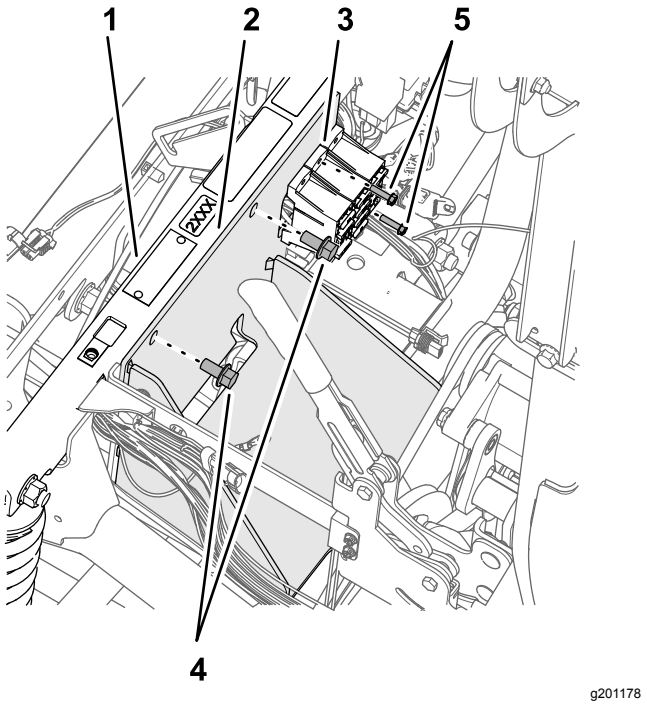

Figur 176
2. Monter batteribeslaget til stødstøtterøret (Figur 176) med de 2 flangehovedbolte (3/8 x 3/4 tomme), du gemte i trin 4 i Afmontering af batteriet (300 A) og batteribeslaget (side 77).
4. Fastgør sikringsblokkene til batteribeslaget (Figur 176) med bolten (10-24 x 3/4 tomme) og møtrikkerne (10-24), du fjernede i trin 3 i Afmontering af batteriet (300 A) og batteribeslaget (side 77).